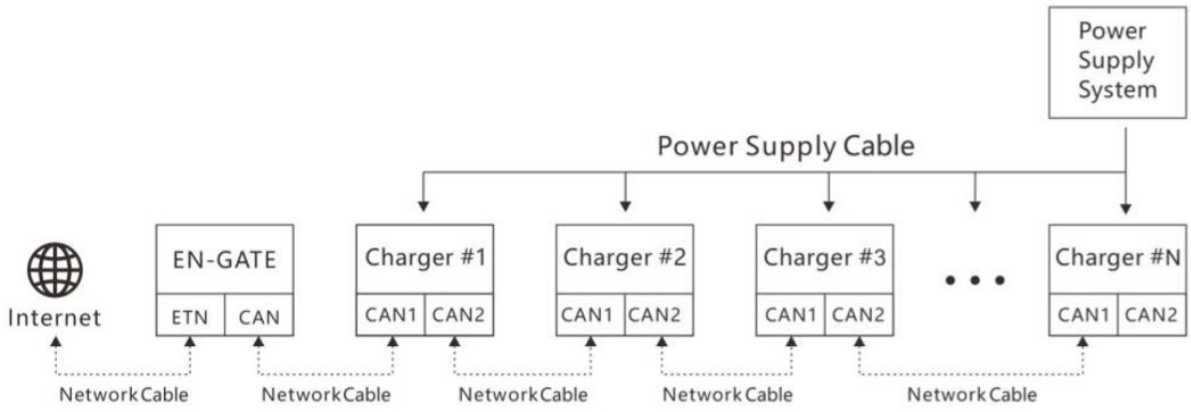

Abbildung 37 - Anschluss zwischen ZVM-GATEWAY und Ladegeräten
- Den anderen für den Anschluss in Verkettung zwischen den Ladegeräten, wie in abbildung 37 gezeigt.